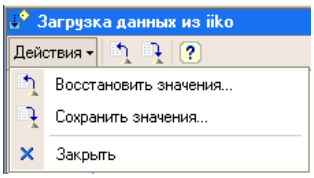

Рисунок 193 Сохранение настроек загрузки
1. Нажмите кнопку «Сохранить значения» ( ) в окне «Загрузка данных из iiko» или выберите **Действия** → **Сохранить значения** (см. Рисунок 193).
Для того чтобы применить одну из ранее сохраненных настроек, нажмите кнопку «Восстановить значения» ( ) в окне «Загрузка данных из iiko» или выберите **Действия → Восстановить значения** (см. Рисунок 193). Выберите нужную настройку из списка и нажмите кнопку **OK**. В окне загрузки будет установлен выбранный набор параметров.